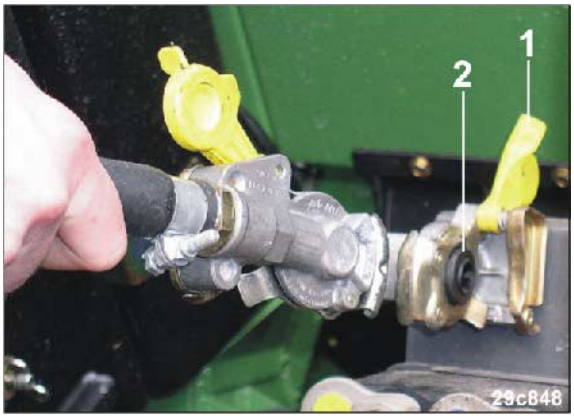

**Fig. 58**
2. Ouvrez le capot (Fig. 58/1) des têtes d'accouplement sur le tracteur.
5. Fixez la tête d'accouplement de la conduite de frein (jaune) de manière appropriée dans l'accouplement jaune (Fig. 58/2) sur le tracteur.